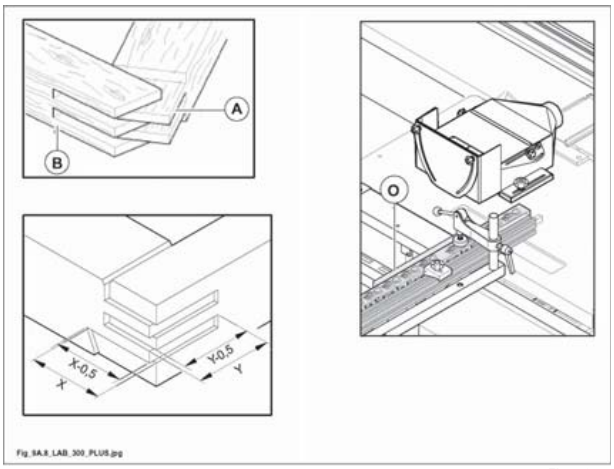

Fig. 9.8
La tenonatura è una fresatura di testa (a traverso di vena) che viene effettuata per ottenere incastri fra tenone maschio (A fig. 9.8) e tenone femmina (B fig. 9.8).
Eseguire questa operazione con il carro scorrevole, montando l'apposito pianetto a tenonare OPT (O fig. 9.8).
- *regolare la profondità dei tenoni maschio 0,5 mm inferiori alla larghezza del montante (X fig. 9.8);*
- *regolare la profondità dei tenoni femmina 0,5 mm inferiori alla larghezza del traverso (Y fig. 9.8).*